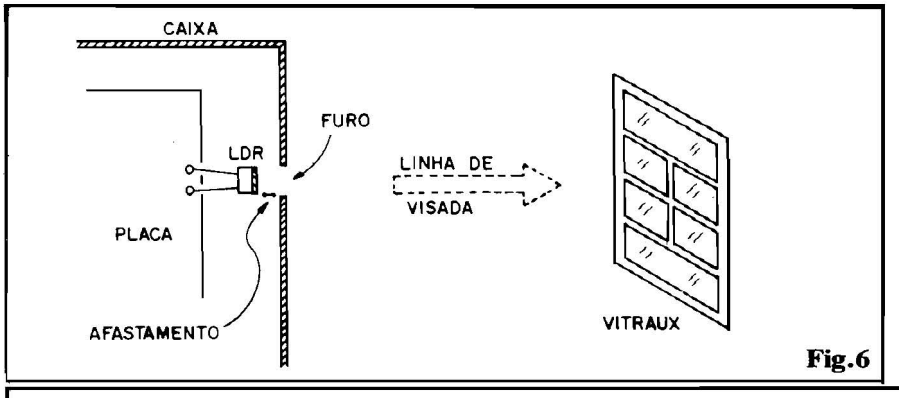
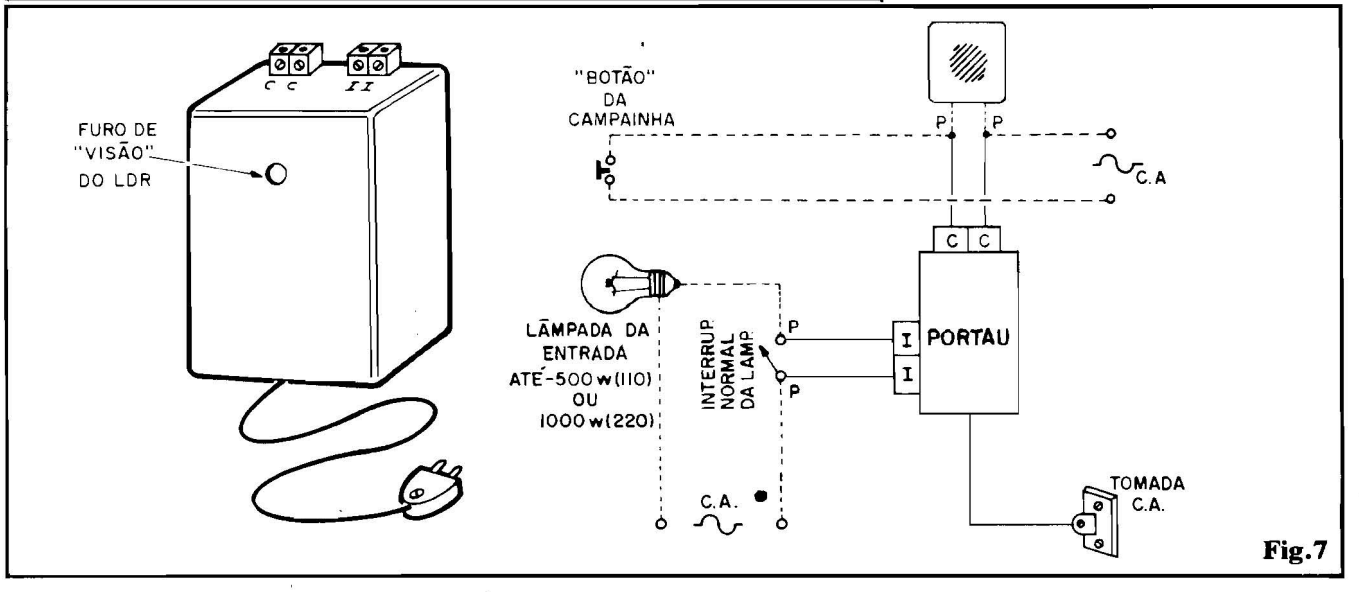

Fig.6
Fig.7
- **FIG. 6** - DETALHES DO POSICIONAMENTO DO **LDR** - O "olho" do circuito, através do qual ele "sabe" se é dia ou é noite, deve ficar além de "desimpedido", ligeiramente "embutido", com o pequeno afastamento sugerido favorecendo uma certa direcionalidade no sensoreamento, com o que o LDR ignorará outras fontes de luz que não a geral, ambiental, fornecida pelo céu, através de uma janela tipo **vitraux** (que não tenha uma vedação à luz, de madeira, metal, etc.). Na posição final de instalação do PORTAU, é fundamental que o LDR, embutido, "olhando" através do seu furinho estrategicamente feito na caixa, tenha uma "linha de visada" direta até a tal janela (não é necessário que a janela esteja **muito** próxima, podendo situar-se até a alguns metros do PORTAU...).
- **FIG. 7** - A CAIXA E A INSTALAÇÃO FINAL - O acabamento/disposição final do **container** do PORTAU poderá se inspirar na sugestão apresentada na ilustração... Observem o posicionamento dos acessos "C-C" e "I-I", com os respectivos conetores identificados e localizados no topo da caixa... A saída para o "rabicho" poderá ficar na lateral oposta da caixa... O furo (com o LDR "semi-embutido", conforme fig. 6) pode ficar na parte frontal ou mesmo numa das laterais, dependendo da posição pré-escolhida para fixação da caixa (em função de "onde" exista, também, uma janela próxima, nas condições indicadas na fig. 6). Ainda na fig. 7 vemos o diagrama geral de instalação, de "casamento" do PORTAU com a fiação C.A. já existente (todas as linhas tracejadas referem-se à cabagem/instalação normal do local, que não precisará ser "mexida"...). Os acessos "C-C" vão a ambos os terminais da cigarra da campainha (os fios que lá estavam devem **continuar** ligados, para que a cigarra possa normalmente tocar quando o botão da campainha for acionado...). Os acessos "I-I" vão aos terminais do interruptor que normalmente aciona a(s) lâmpada(s) da entrada da casa... Também aqui, os fios que já estavam ligados ao tal interruptor, devem lá permanencer, de modo que a iluminação possa também ser acionada "manualmente", sem a interveniência do PORTAU, quando isso for desejado... Finalmente, o "rabicho" vai ligado a uma tomada C.A. próxima... Observe que o local exato de fixação da caixa do PORTAU deve ser escolhido a partir de algumas condições elementares, e de um pouco de bom senso: deve haver uma janela em "linha de visada" (para a informação luminosa ao